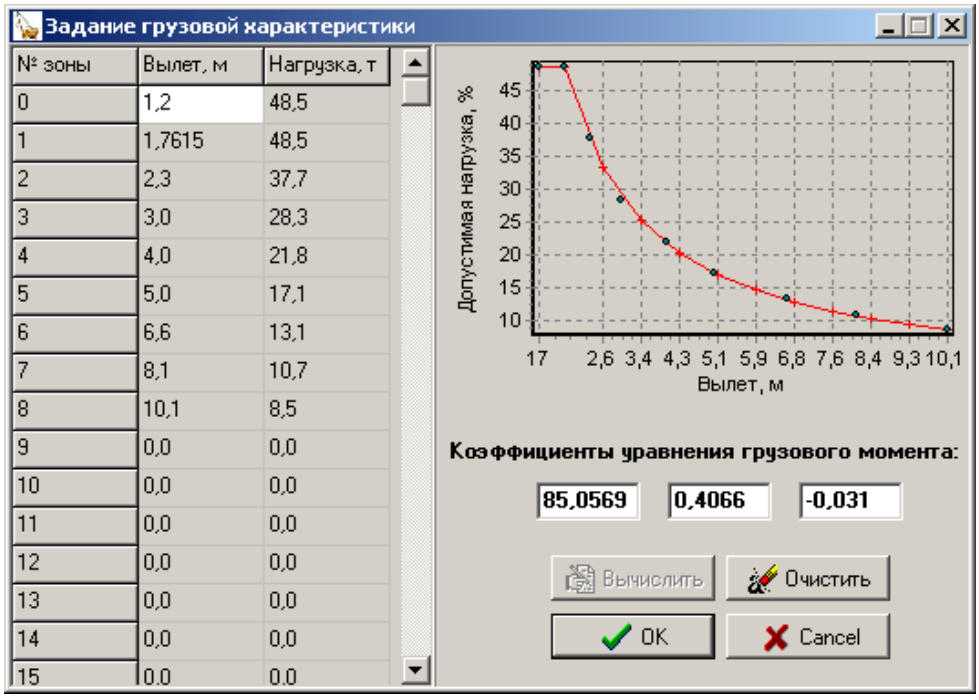

Рис. 5
2.6.3. Нажать кнопку «Редактор» и появится окно «Задание грузовой характеристики» (рис.5)
2.6.4. В окне (рис.5) заполнить таблицу «Вылет, м», «Нагрузка, т» в соответствии с данными раздела 2, табл.2 (количество строк не более 14). Проверить соответствие полученной на рисунке грузовой характеристики введенным значениям.